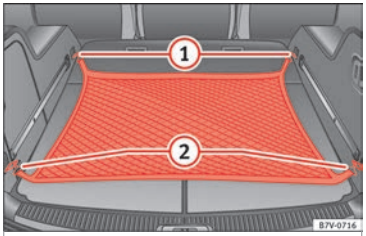

Fig. 98 In the luggage compartment: net used on secured baggage
- Hook the baggage net into the fastening rings ››› **Fig. 98** ① and ②.
- Carefully unhook the baggage net hooks from the fastening rings ››› **Fig. 98** ①. »
• Carefully unhook the baggage net hooks from the fastening rings ››› Fig. 98 ②.